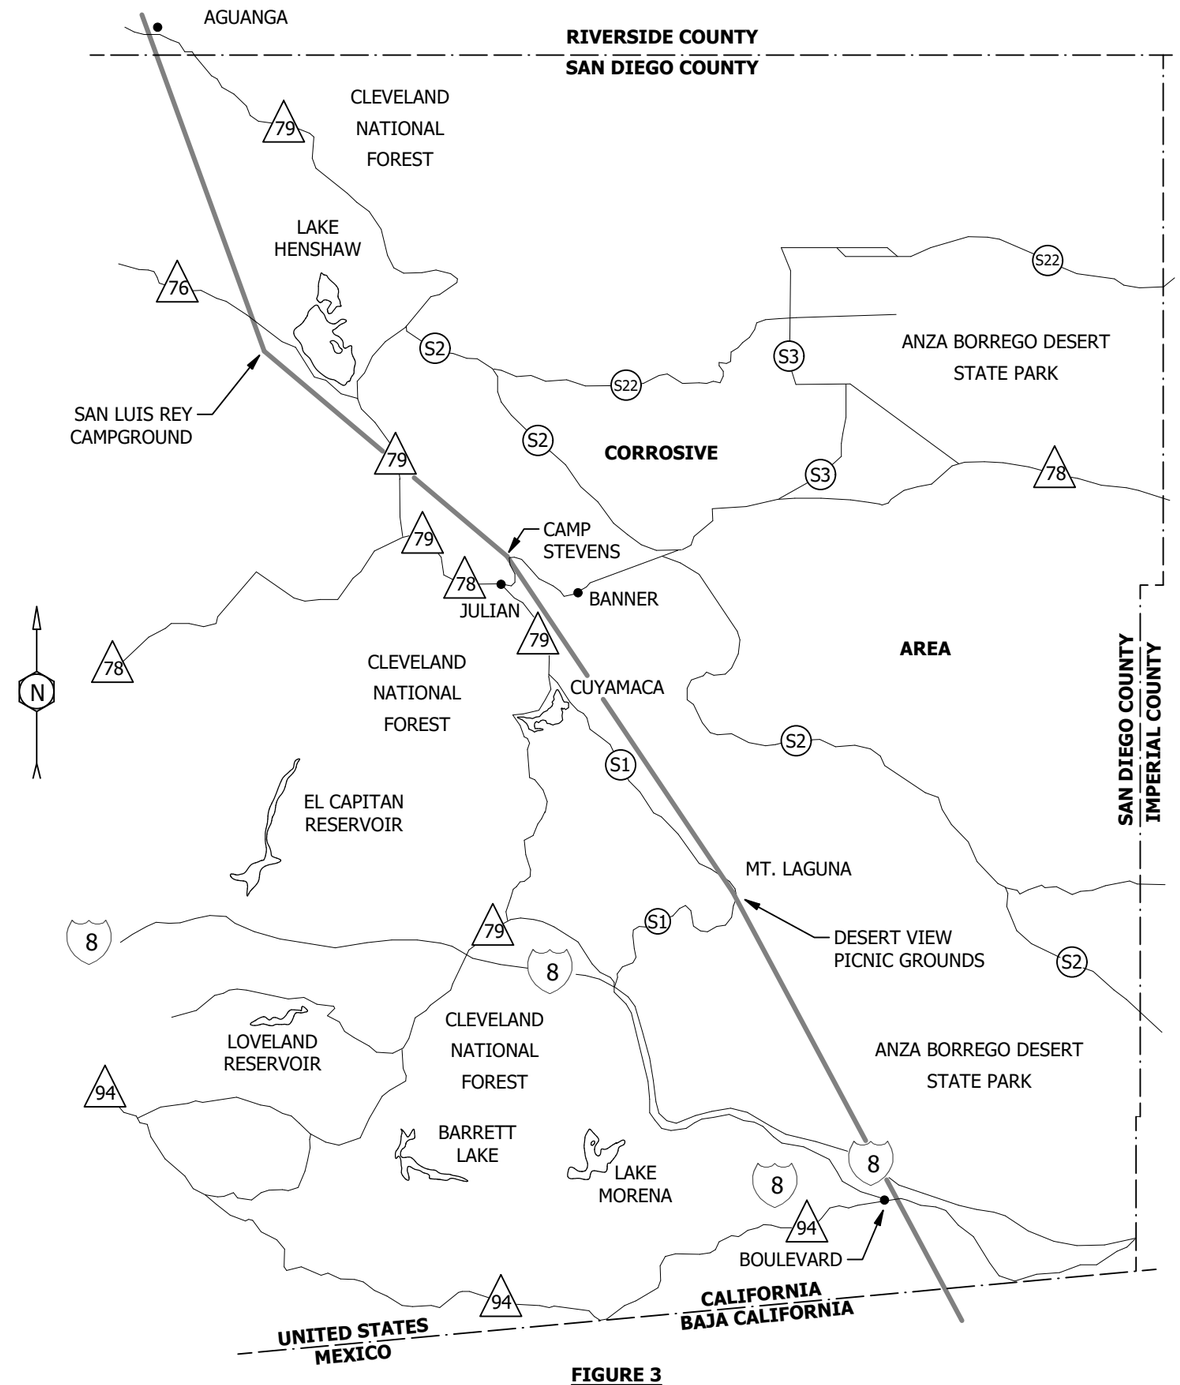

FIGURE 3
E. AREAS HAVE BEEN DECLARED "CORROSIVE" AS A RESULT OF OPERATING EXPERIENCE. PROTECTED ANCHORS ARE REQUIRED IN THE CORROSIVE AREA EAST OF THE LINE ON FIGURE 3. PROBLEM AREAS HAVE ALSO BEEN OBSERVED IN THE METRO, BEACH CITIES, AND NORTH COAST OPERATING DISTRICTS. AS THESE AREAS ARE DEFINED, THEY WILL BE ADDED TO THE MAP AND IDENTIFIED AS CORROSIVE POCKETS.